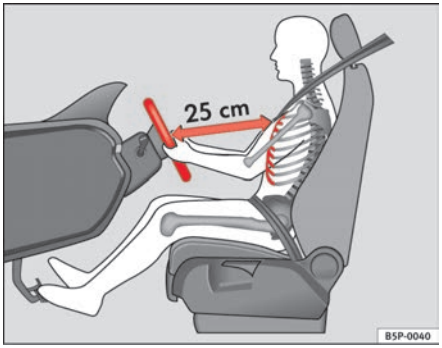

Fig. 133 Proper sitting position for driver
– Adjust the steering wheel until the correct position is set ⇒ fig. 133.
- **Adjust the driver seat or steering wheel so that there is a distance of at least 25 cm between the steering wheel and your chest ⇒ page 160, fig. 133. If you fail to observe the minimum distance, the airbag will not protect you. Risk of fatal injury.**